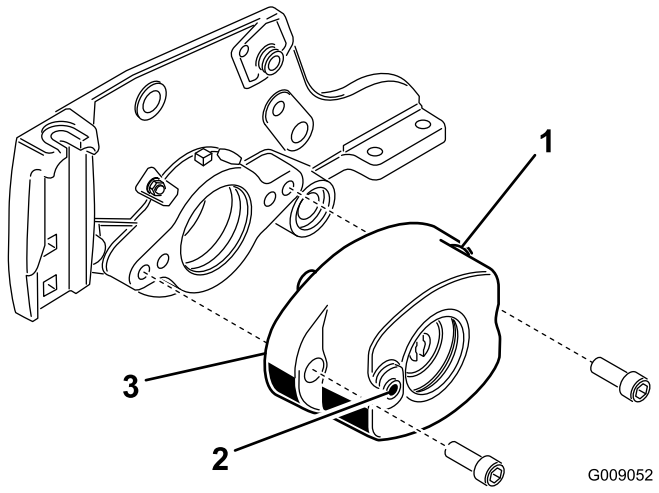

Figur 6
5. Monter valsebørstehuset til spolelagerhuset med to umbrakoskruer (3/8 x 1 tomme) (Figur 6). Plasser valsebørstehuset slik at det gjengede hullet vender mot framsiden av klippeenheten.